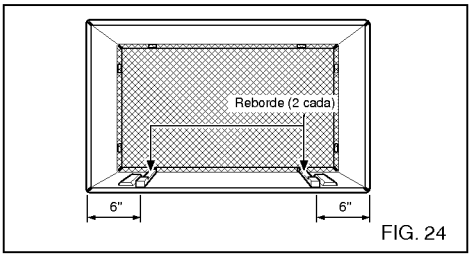

FIG. 24
7 Extraiga el refuerzo de las tiras de reborde 33,02 (13) y fíjelas según se muestra abajo en la FIG 24. La parte superior del reborde debe colocarse enfrente del reborde en la base del alojamiento de la pared.